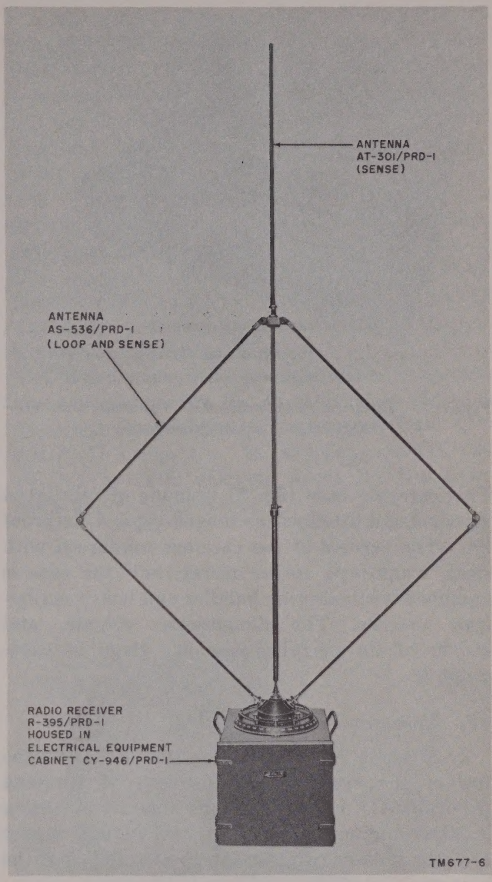

Figure 6. Antenna AS–536/PRD–1 and Antenna AT–301/PRD–1.
a. Antenna AS–536/PRD–1 (fig. 6) is a combined loop antenna and sense antenna. It is designed to operate throughout the frequency range of 100 kc to 30 mc. The arms of the loop antenna are fabricated of steel tubes, copper and silver plated, and are hinged at the top and corners so that the unit can be collapsed and folded for packing. The vertical center portion of the unit is the sense antenna. It is made of a stainless steel rod and tube, so constructed that it may be telescoped for assembly and disassembly.
a. Antenna AT-301/PRD-1 is attached to the top of the sense antenna section of Antenna AS-536/PRD-1 (fig. 6). This antenna extension is 3 feet long and is made of steel tubing, copper and silver plated, with an attachment fitting at the bottom.